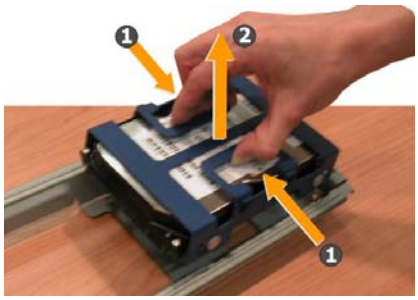

Figure 8.1
i. Hook your hands inward onto the plastic holder (as indicated in below drawing step 1) and then lift it upward from the hard disk rack (as indicated in below drawing step 2), as shown in Figure 8.1.